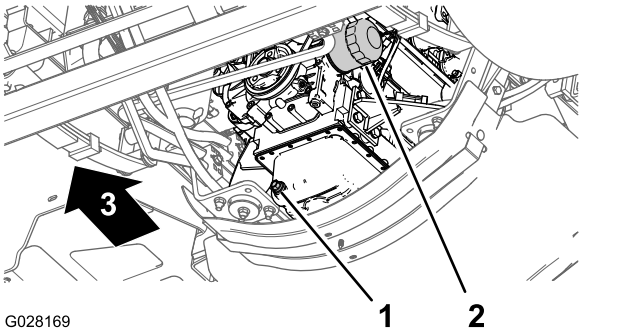

Bild 79
3. Fluchten Sie eine Auffangwanne unter dem Motorölfilter aus (Bild 79).
4. Entfernen Sie den alten Ölfilter (Bild 79).
8. Setzen Sie den Ölfilter in den Filteradapter ein und drehen Sie den Ölfilter nach rechts, bis die Gummidichtung den Filteradapter berührt. Ziehen Sie den Filter dann um eine weitere halbe Umdrehung an (Bild 79).
1. Stellen Sie eine Auffangwanne unter die Ablassschraube (Bild 79).
2. Nehmen Sie die Ablassschraube (Bild 79) ab und lassen Sie das Öl vollständig ablaufen.